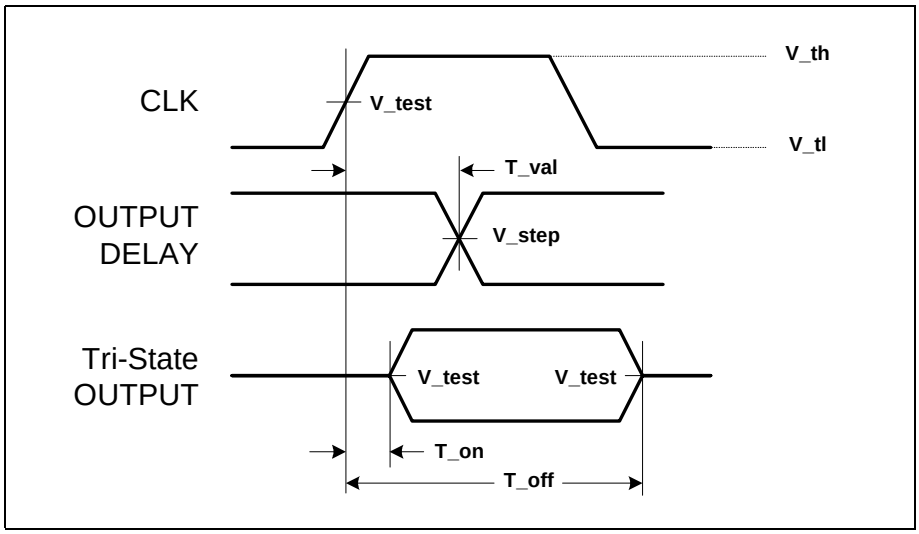
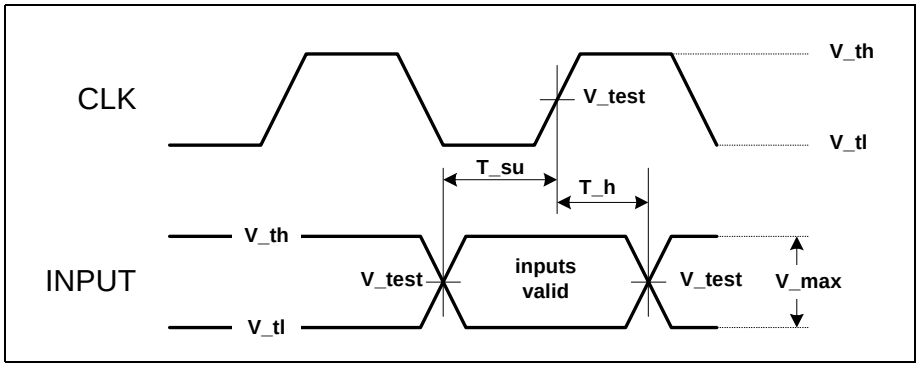

Figure 30. Output Timing Measurement Conditions
Figure 31. Input Timing Measurement Conditions
Figure 30, Figure 31, and Table 39 define the conditions under which timing measurements are done. The component test guarantees that all timings are met with minimum clock slew rate (slowest edge) and voltage swing. The design must guarantee that minimum timings are also met with maximum clock slew rate (fastest edge) and voltage swing. In addition, the design must guarantee proper input operation for input voltage swings and slew rates that exceed the specified test conditions.
1. Timing measurement conditions are illustrated in Figure 30.
5. Timing measurement conditions are illustrated in Figure 31.